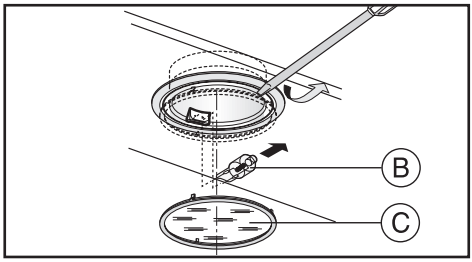

Fig.6A
• Sostituzione delle lampade alogene (Fig.6A):